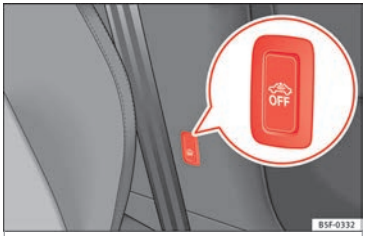

Fig. 130 Vehicle interior monitoring/tow-away protection button.
– To switch off the vehicle interior monitoring and tow-away protection, switch off the ignition and press button ››› **Fig. 130**. The indicator on the button will light up.